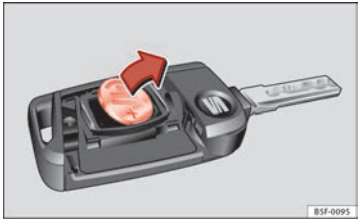

Fig. 49 Vehicle key: removing the battery
- Extract the battery from the compartment using a suitable thin object ⇒ Fig. 49.
- Place the new battery in the compartment as shown ⇒ Fig. 49, pressing in the opposite direction to that shown by the arrow ⇒ ⓘ.